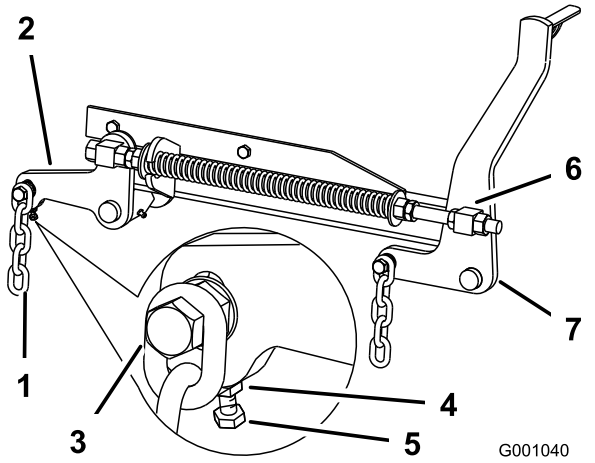

Figur 78
7. Om måtten vid punkt **B** eller **C** är felaktiga ska du lossa den bult som håller fast den bakre kedjan vid den bakre stödarmen (Figur 78).
8. Lossa kontramuttern under den bakre stödarmen och anpassa justerskruven så att du får ett mätvärde på mellan 79 och 83 mm (Figur 78).
7. Lossa kontramuttrarna för de främre lekarna framtill på höger och vänster lekare cirka 13 mm (Figur 78).
8. Justera lyftmuttrarna på både vänster och höger sida av maskinen för att få en inställning som är 6 till 10 mm lägre fram vid punkt **A** än bak vid **B** (Figur 78).